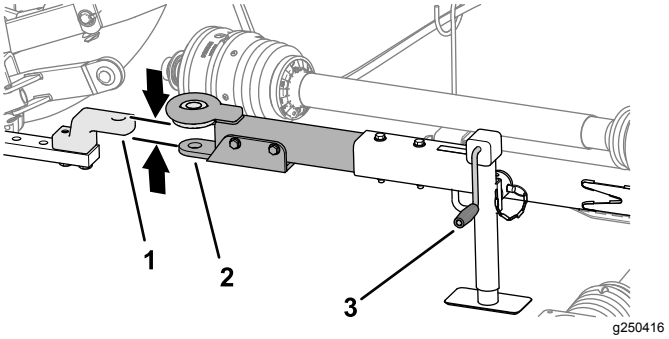

Figur 22
1. Använd domkraftshandtaget för att höja eller sänka bogseringsstångens domkraft och rikta in bogseringsstången efter dragstången eller dragkroken (Figur 22).
3. Rikta in släpfordonets dragstång eller dragkrok efter gräsklipparens bogseringsstång (Figur 22).